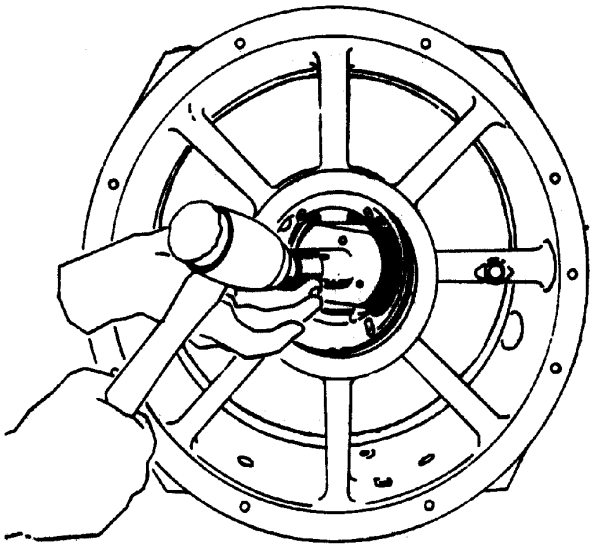

Figure 10. Removing Roller Bearing Outer Race Using 6796194 Drift
c. Using 6796194 drift, remove roller bearing (3) outer race and rollers from compressor air inlet housing. (See figure 10.)